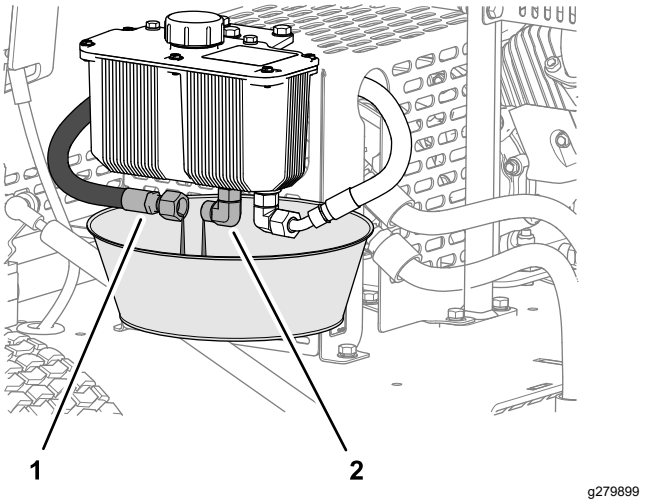

Figuur 37
1. Zet een opvangbak met een inhoud van 2 liter onder het hydraulische reservoir (Figuur 37).
2. Verwijder de hydraulische toevoerslang van de fitting van het reservoir en laat de hydraulische vloeistof helemaal weglopen (Figuur 37).